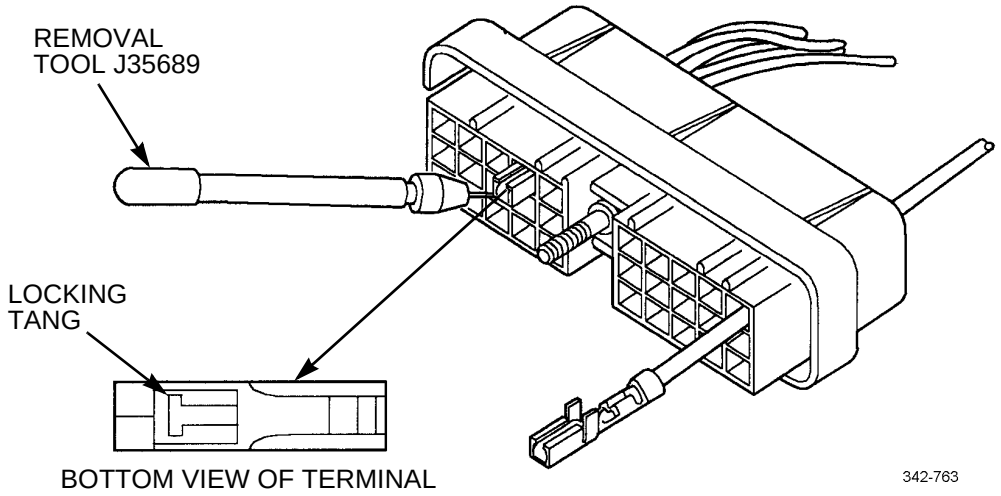

Figure 6. Terminal Removal.
(1) Insert removal tool into cavity of connector, placing tip of tool between locking tang of terminal and wall of cavity (Figure 6).